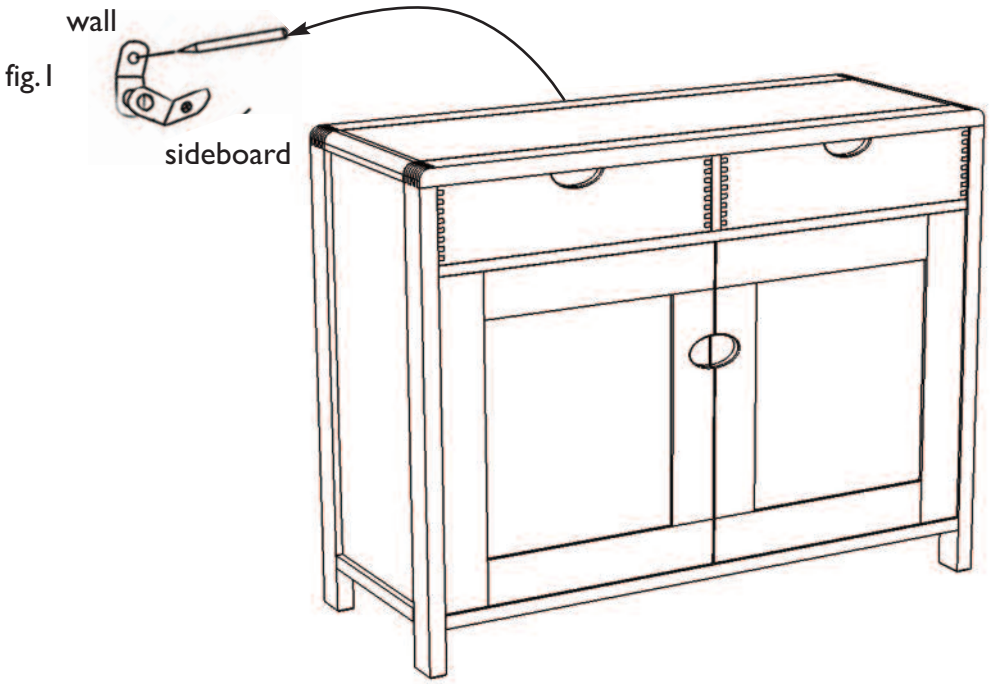

fig.1
1. See fig 1 below. Screw one of the brackets on to the back of the sideboard in the middle, using the short screws provided. Make sure the TOP OF THE BRACKET IS BELOW the top of the sideboard. Position the sideboard against the wall where you want it to go, place the second bracket onto the wall below the one fixed to the sideboard and mark where the holes come on the wall. Move the sideboard away from the wall.